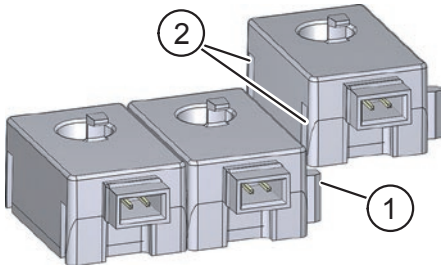

Fig. 2: Chaîner les capteurs de courant
► Chaînez les capteurs de courant entre eux, en poussant la rainure (Pos. 2 dans Fig. 2) sur l'ergot (Pos. 1 dans Fig. 2).